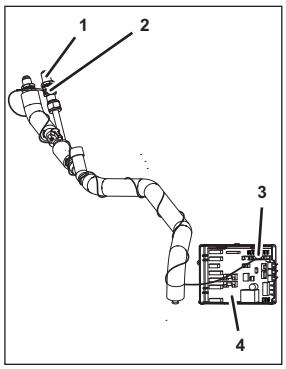

Fig. 82
1. Disconnect the plug (Fig. 82/3) of the temperature probe (Fig. 82/2) from control system 1 (Fig. 82/4).
2. Turn the temperature probe (Fig. 82/2) and remove it from the connection (Fig. 82/1).
3. Apply Loctite to the new temperature probe (Fig. 82/2).
4. Attach the temperature probe (Fig. 82/2) to the connection (Fig. 82/1) by turning it.
5. Install the electrical cable of the temperature probe (Fig. 82/2) within the unit.
6. Connect the plug (Fig. 82/3) of the temperature probe (Fig. 82/2) to control system 1 (Fig. 82/4).